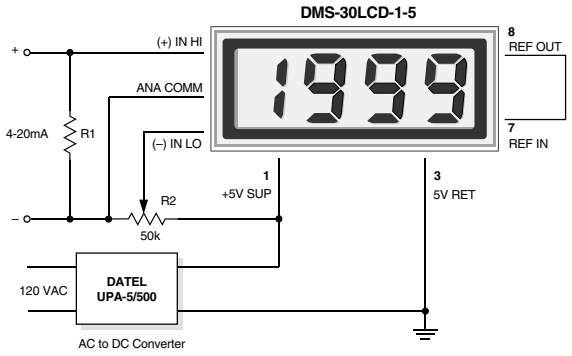

Figure 7. 4-to-20mA Current Loop Operation (5V-Powered Models)
5. **Process Control (4-to-20mA) Measurements:** In many common process-control applications, a 4-to-20mA current loop is used to transmit information. Because DMS-30LCD meters have such high input impedance, a simple shunt resistor across the meter's input can be used to convert the loop current to a voltage. See Figure 7. The value of the shunt resistor is a function of the scaling requirements of the particular application and can be calculated using the following equation:
To calibrate the circuit of Figure 7, perform the following: